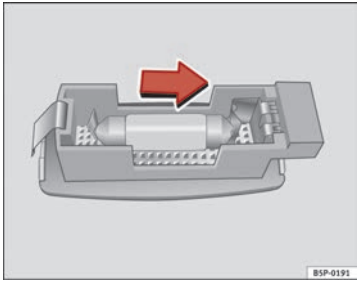

Fig. 213 Removing sun visor light
– Carefully remove the lamp, using the flat side of a screwdriver, as shown in the figure ⇒ Fig. 213.
– Remove the bulb, moving it in the direction of the arrow and outwards ⇒ Fig. 213. ■